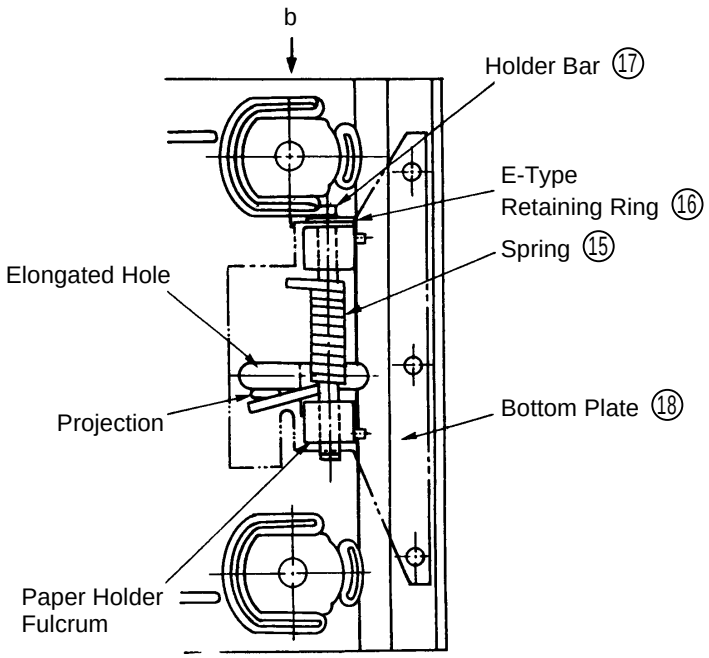

Fig. 8
(1) Reassembly of the Paper Holder Section:
A. First mount the D3 E-Type Retaining Rings ⑯ on the Holder Bars ⑰.
B. Place the Spring ⑮ onto the Bottom Plate ⑱ so that the projecting coil of the Spring fits into the elongated hole, as illustrated in Fig. 8.
C. Then, mount the Paper Holder ⑭ onto the paper holder fulcrums, and pass the Holder Bar ⑰ through the paper holder fulcrums, Paper Holder ⑭, and Spring ⑮ so that the D3 E-Type Retaining Ring ⑯ is positioned on the side marked “b” in Fig. 8.